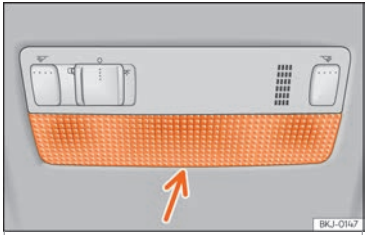

Fig. 61 Front reading light.
- Insert a fine screwdriver between the casing and the glass ››› Fig. 61.